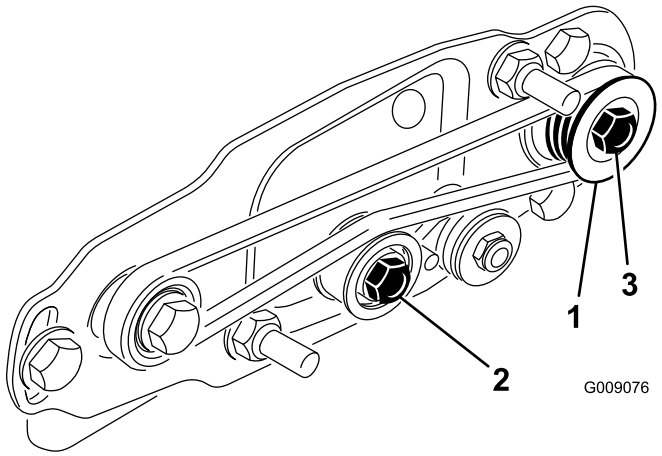
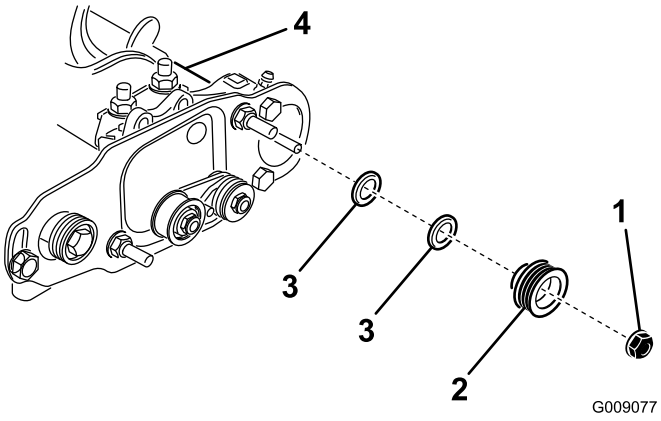

Bild 23
Bild 24
1. Die Antriebsscheibe (an der Rollenbürstenwelle) kann nach innen und außen bewegt werden (Bild 23).
2. Drehen Sie die Spindel, die die Antriebsscheibe dreht, und drücken Sie gleichzeitig den Riemen von der Antriebsscheibe (Bild 23).
3. Entfernen Sie die Sicherungsmutter, mit der die Antriebsriemenscheibe an der Bürstenwelle befestigt ist (Bild 23 oder Bild 24).
4. Nehmen Sie die Antriebsscheibe von der Welle (Bild 24).
5. Wenn die Scheibe nach außen bewegt werden muss, legen Sie ein Distanzstück (0,8 mm) auf (Bild 24). Wenn die Scheibe nach innen bewegt werden muss, entfernen Sie das 0,8 mm dicke Distanzstück.